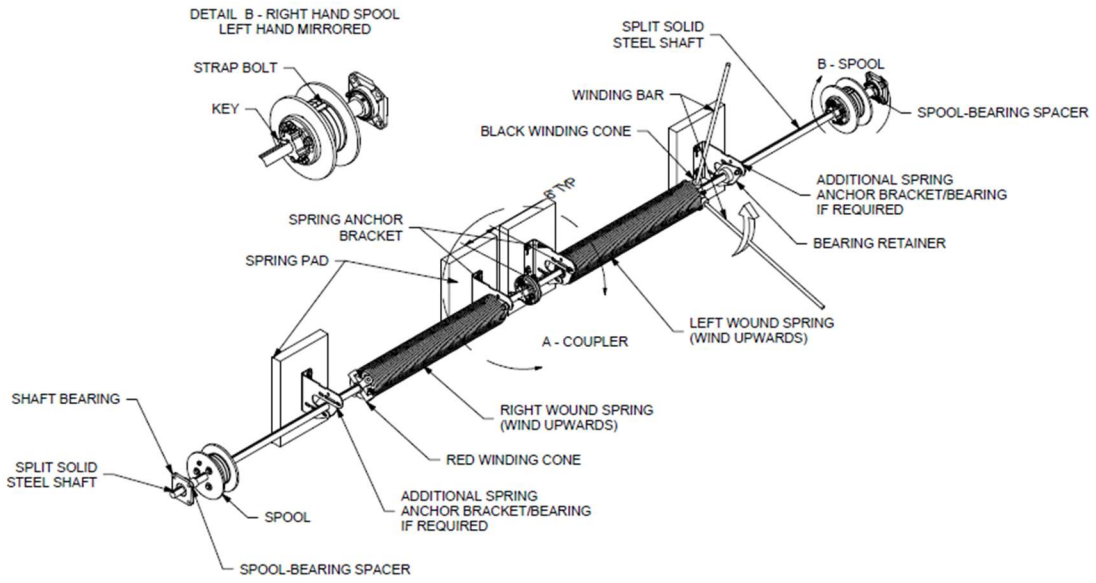

***Figure 18 – SHAFT ASSEMBLY***
a. Additional bearings and anchor brackets may be required and as designated on the shop drawing. If so, they must be assembled to the shaft before the spools, as shown in **Figure 18**.
44. Center shaft(s) in opening and rest the shaft(s) on the brackets, oriented as shown in **Figure 18.** Slide spring anchor cone/center bearing against spring anchor bracket and attach loosely using (2 each) 3/8" x 1-1/2" [10 mm x 38 mm] cap screws and nuts. Fasten shaft couplers (if necessary) together while making sure to keep the keys aligned.